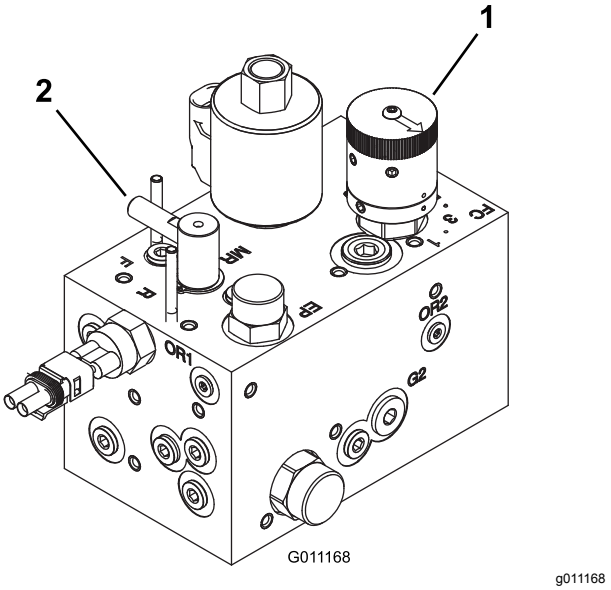

Figur 46
2. Vri kontrollknotten for spolehastigheten (Figur 46) til det tallet du fant i trinn 1.